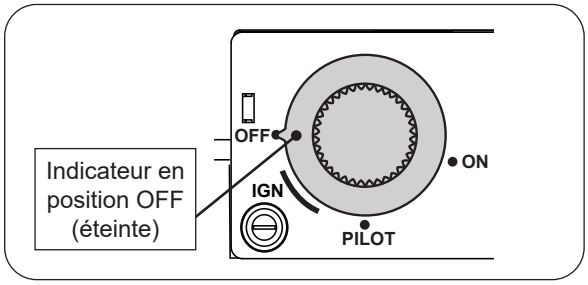

Fig. 58-2 Arrêt du pilote
2. Localisez la vanne sur le côté de l'appareil. Poussez le contact légèrement le bouton et tournez dans le sens des aiguilles d'une montre pour que l'indicateur pointe vers ↷ sur **OFF** (éteinte) sur la vanne (voir Fig.58-2).
Appuyez légèrement sur le bouton de contrôle et tournez-le dans le sens des aiguilles d'une montre ↷ pour **OFF** (éteindre). Ne force pas. Voir Fig.58-2.